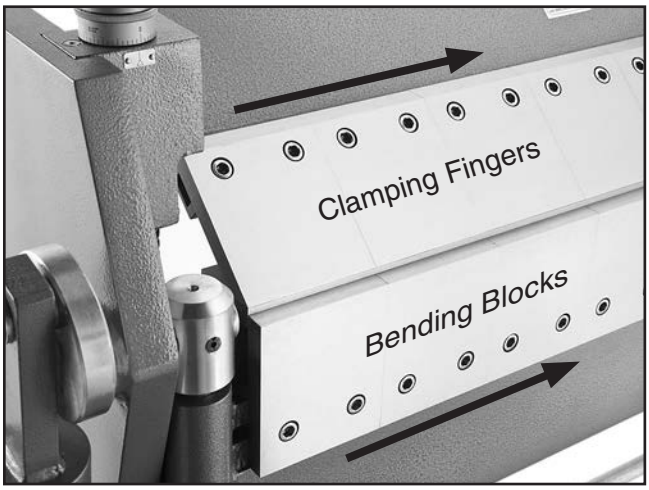

Figure 14. Clamping fingers and bending blocks properly aligned.
3. Examine the entire row of clamping fingers to make sure the upper edges are all aligned with one another (**Figure 14**). If necessary, repeat **Steps 1–2** until they are.